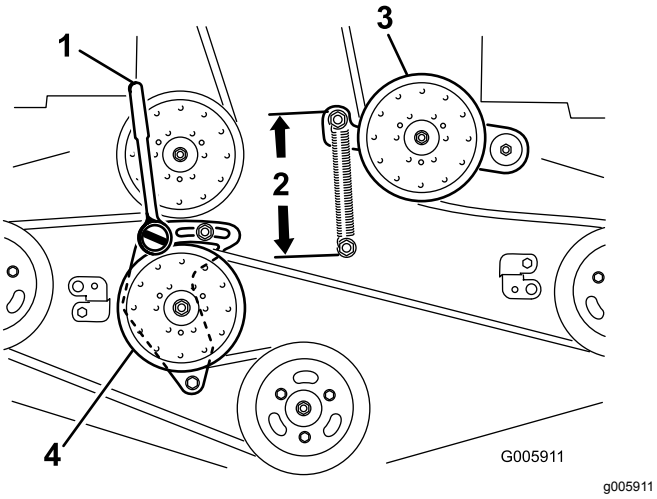

Figur 90
6. Lossa den fasta mellandrevsarmen och justera den för att minska remspänningen (Figur 90).
9. Sätt i en spärrhake med kort förlängning eller en stång i det fyrkantiga hålet på den fasta mellandrevsarmen (Figur 90).
11. Öka remspänningen genom att vrida spärrhaken eller stången moturs så att den fasta mellandrevsarmen flyttas tills det är ett avstånd på 16,5 cm mellan fjäderkrokarna (Figur 90).